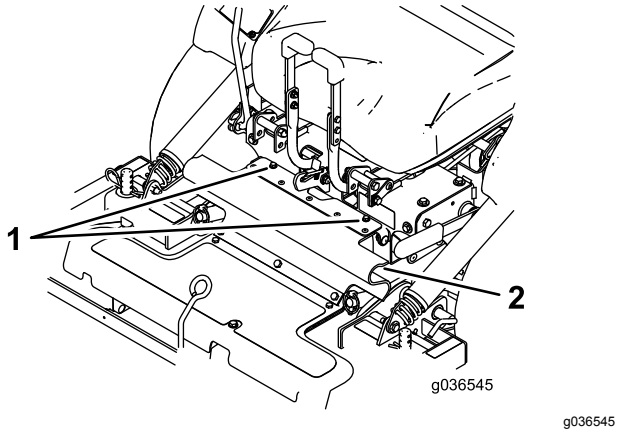

Figur 9
2. Lossa gummiskyddets skruvar (Figur 9).
3. Montera gummiskyddet med skruvarna (Figur 9).